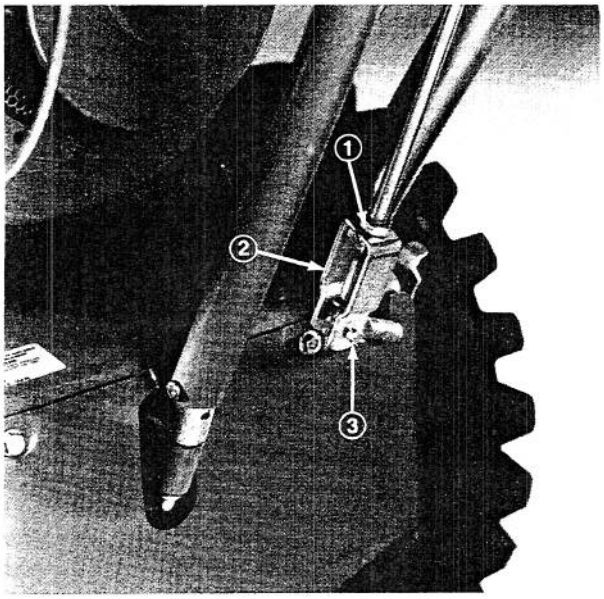

Figure 35
1. Loosen jam nut from clevis at bottom of auger drive control rod (Fig. 35). Remove cotter pin and clevis pin holding clevis to bent rod (Fig. 35).
2. Rotate clevis (Fig. 35) counterclockwise — out — to increase belt tension. By contrast, rotate clevis clockwise — in — to decrease belt tension.
3. Connect clevis to bent rod with clevis pin and cotter pin (Fig. 35). Tighten jam nut against top of clevis (Fig. 35).